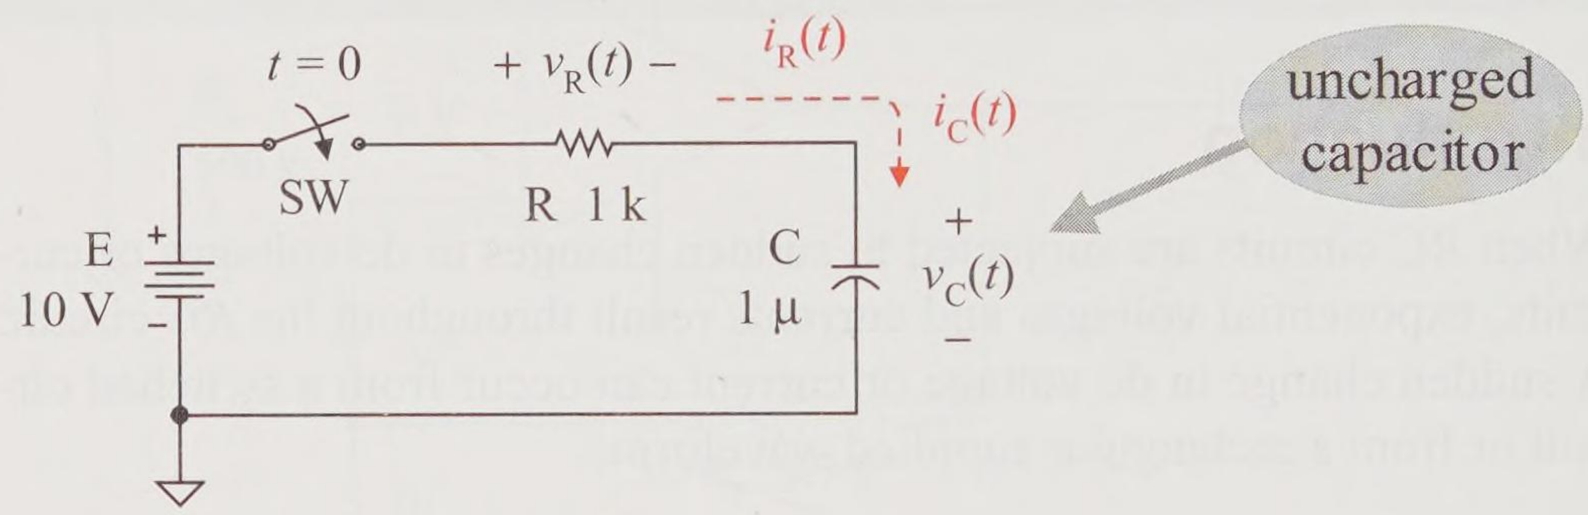

Figure 14-1 Simple *RC* transient dc circuit
Figure 14-1 shows a simple *RC* switched circuit. This is a simple switched series circuit.
For the circuit of Figure 14-1 the time constant is
It takes approximately five (5) time constants to charge (or discharge) a capacitor to 99.3% of its steady state value. Thus, for the circuit of Figure 14-1, the capacitor is essentially fully charged in 5 ms.
For the circuit of Figure 14-1, write the transient expression for the capacitor voltage and the capacitor current. Find the value of the capacitor voltage and current at t = 0 ms, 1 ms, 2 ms, and 5 ms.